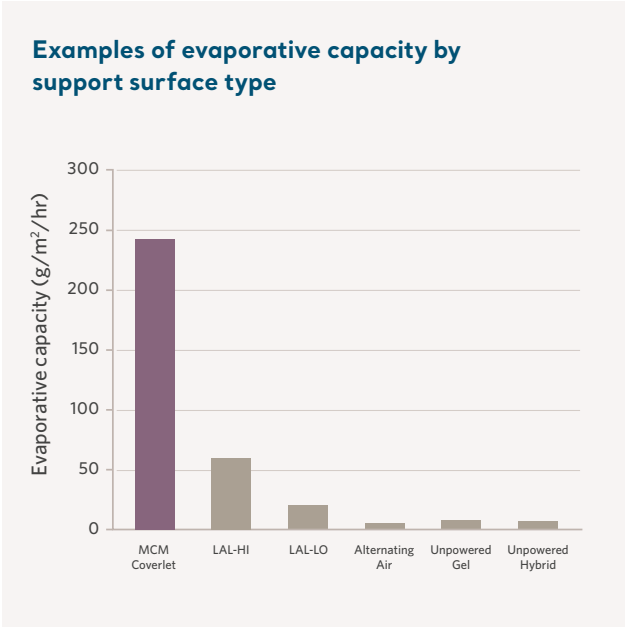

Figure 4: Comparative test results using the body analogue Method[7]
- The C200 was compared with examples of other commonly used support surfaces readily available in the US market and is shown graphically in Figure 4